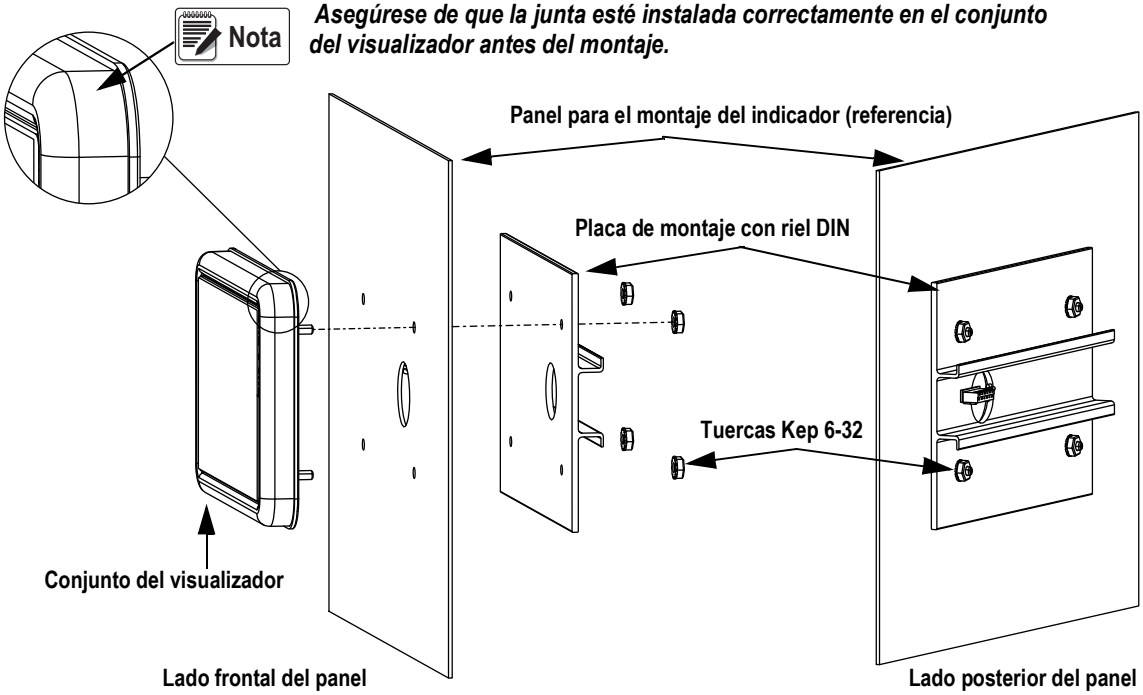

*Figura 2-3. Montaje del conjunto del visualizador*
3. Afloje y retire las 4 tuercas Kep que fijan el riel DIN y el conjunto del visualizador al panel, consulte la Figura 2-3 en la página 13.